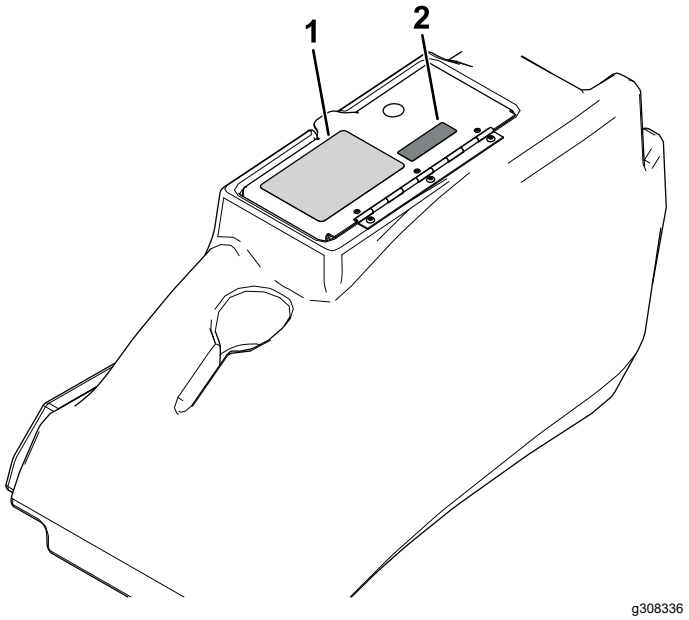

Bild 2
6. Bringen Sie den Aufkleber des Neigungssensors neben dem Aufkleber der Maschinenstabilität auf dem Deckel der Aufbewahrungsgondel an (Bild 2).